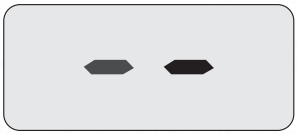
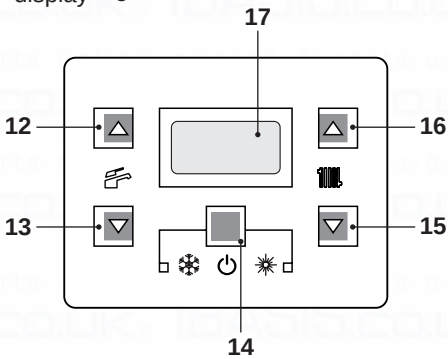

Fig. 7.7
Fig. 7.8
- Electrically power the boiler by switching on the double pole isolation switch. The LCD will display, the symbol (Fig. 7.7).
- Press the 14 key for 2 seconds until both and symbols appear on the display Fig. 7.8.
- Switch off the boiler by pressing the 14 (Fig. 7.8) key for 2 seconds until the symbol appears on the LCD display (Fig. 7.7).
Press the reset key on the boiler control panel 14 (Fig. 7.8) to reset its functioning.